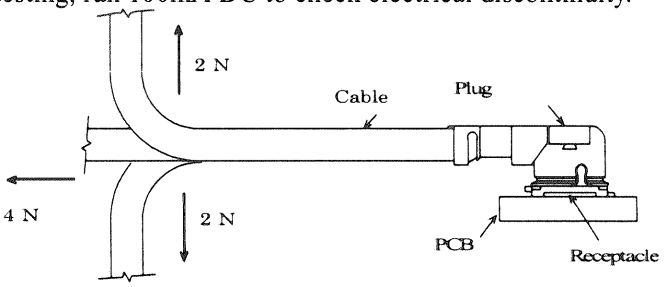

Fig.2
(3) Cable retention force / ケーブル保持力
A. Testing : Apply force on the cable as shown in Fig.2.
A.試験法:Fig. 2のようにケーブルに力を加える。尚、試験中にDC100mAの電流を流して電気的瞬断を確認する。